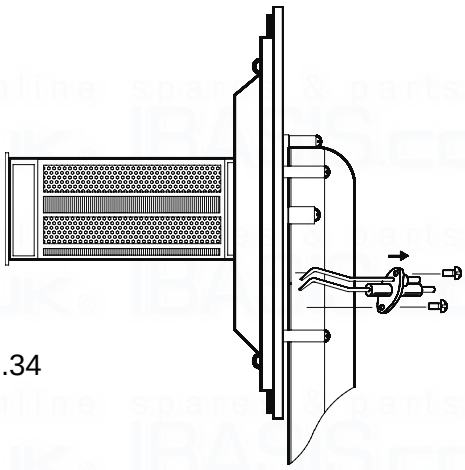

Fig.34
8.3 TO REMOVE/ REPLACE THE ELECTRODES (Fig.34)